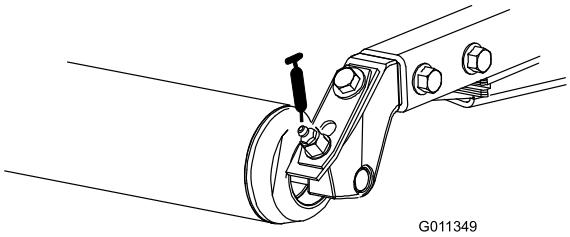

Figur 49
- Bakre valselagre (to per klippeenhet) (Figur 49)